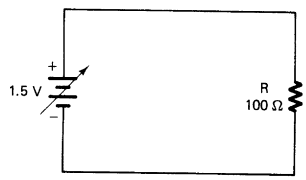

FIGURE 3-1B Resistive circuit with increased resistance.
9. Construct the circuit illustrated in Fig. 3-1B.
11. Adjust the VOM to the proper current range and measure I in the circuit illustrated in Fig. 3-1B. Measured I = _____ mA, or _____ A.
13. Replace the 100 Ω resistor in the circuit of Fig. 3-1B with a 1 kΩ resistor. Compute the new value of current. Computed I = _____ A, or _____ mA.